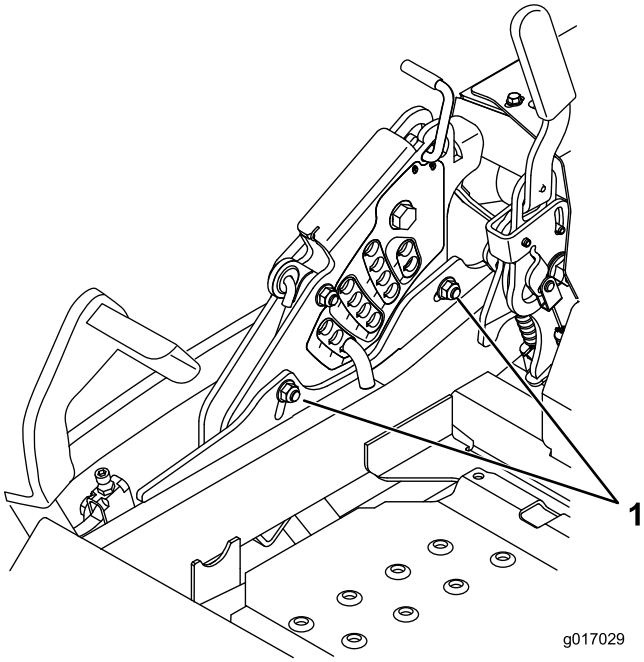

Figur 87
12. Lossa de två skruvarna längst ned på klipphöjdsplattan för att justera enkelpunktssystemet. Se Figur 87.
14. Dra åt de två skruvarna längst ned på klipphöjdsplattan (Figur 87). Dra åt till ett moment på 37–45 Nm.